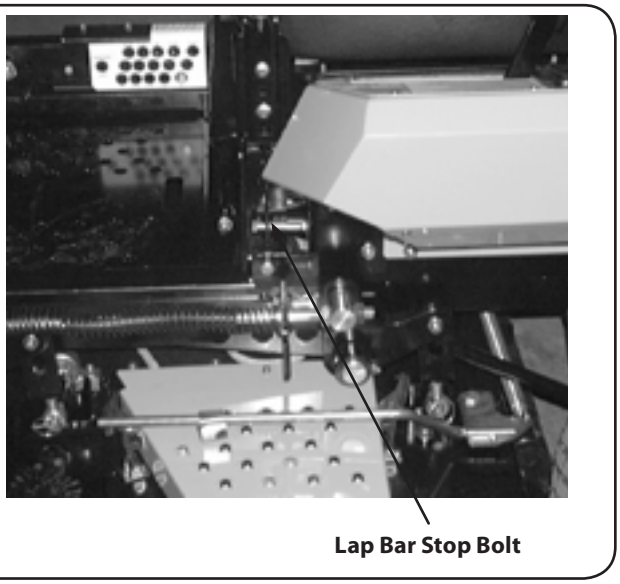

Figure 7-7
a. If the tractor tracks to the right, adjust the left control lever stop bolt to make it longer. See Fig. 7-7.